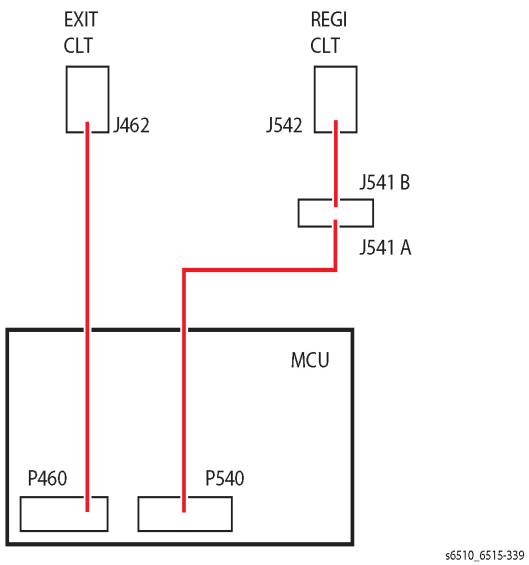

Figure 2
7. Check the connection between the Exit Clutch and the MCU Board at P/J460 and P/J462 and verify they are fully seated (Refer to Figure 2).